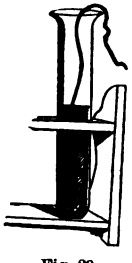

Fig. 29.
4. Put into the liquid a bright lead wire (No. 12, Fig. 29). Pb can be made bright by filing off the surface coating of oxid. If no action is seen, warm the solution again.